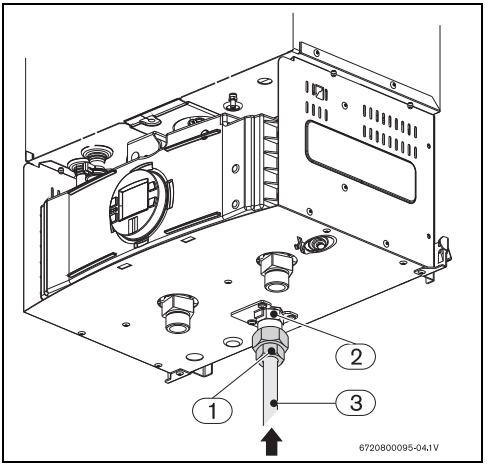

Рис. 26
– Затяните гайку на резьбовом отверстии на газовом входе(Рис. 26 , поз. 1) и используйте медный край (Рис. 26 , поз.2) для пайки трубы к выходу сети (Рис. 26 , поз. 3).